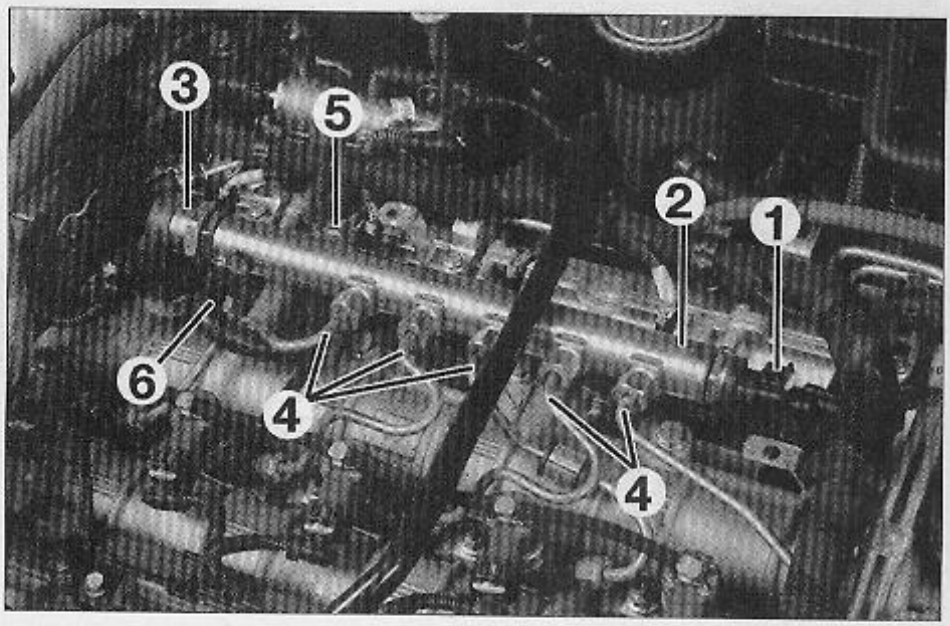

FIG. 30
• Débrancher le capteur de pression de carburant (1) sur la rampe d'injection (2) (**Fig. 30**).